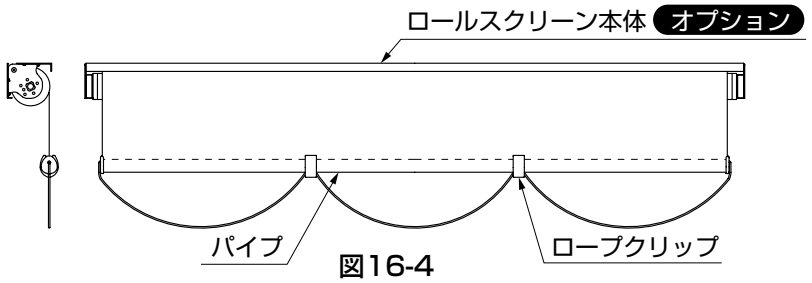

図16-4
- ●ロールスクリーン本体のロープクリップが、均等にパイプを3等分する位置にとまっていることを確認してください。（図16-4参照）